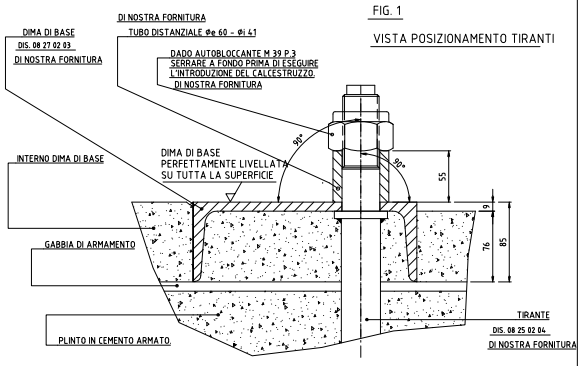

FIG. 2 PREPARAZIONE DEL PLINTO CON CALDANA.
2) ESEGUIRE UNA CALDANA SULLA BASE DELLO SCAVO CON GHIAIOTTO E CEMENTO (MAGRONE) PER UNO SPESSORE DI CIRCA 10 cm. VEDI FIG. 2